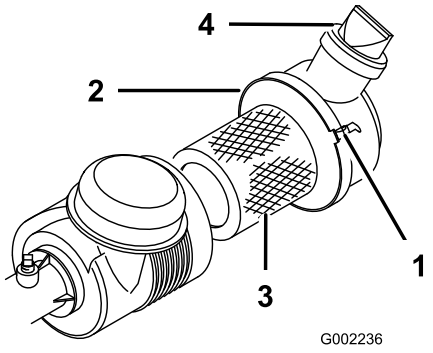

Bild 38
Prüfen Sie das Gehäuse des Luftfilters auf Schäden, die eventuell zu einem Luftleck führen könnten. Stellen Sie sicher, dass der Staubdeckel vollständig auf dem Luftfilter abgedichtet ist. Ersetzen Sie ein defektes Luftfiltergehäuse. Drücken Sie das Ventil (Bild 38) vor jedem Einsatz, um Staub und Rückstände zu entfernen. Warten Sie den Luftfilter alle 100 Stunden.
3. Lösen Sie den Luftfilterriemen, mit dem die Luftfilterabdeckung am Luftfiltergehäuse befestigt ist (Bild 38) und nehmen Sie die Abdeckung vom Gehäuse ab.
7. Befestigen Sie die Riemen (Bild 38).
4. Setzen Sie die Abdeckung auf, wobei das Ventil nach unten zeigen sollte, und befestigen Sie die Riemen (Bild 38).